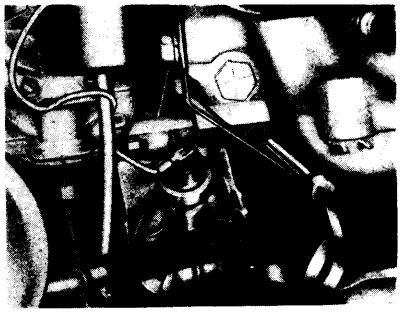

FIG. 20—Oil Pressure Switch Mounting
To test the oil pressure switch on the engine, turn the ignition switch on (engine not running), the indicator light should come on. If the indicator light does not come on, short the terminal of the oil pressure switch unit to ground (Fig. 20). If the light now comes on, the oil pressure switch is defective. If the light still does not come on, the bulb is burned out or the wires from the bulb to the ignition switch and oil pressure switch are defective.
1. Disconnect the oil pressure sending unit wire at the unit (Fig. 20).